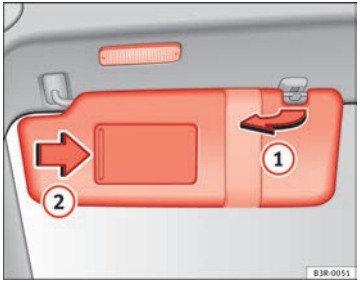

Fig. 97 Sun visor
The sun visors (1) for the driver and the front passenger can be pulled out of their mountings in the centre of the vehicle and turned towards the doors ⇒ Fig. 97.